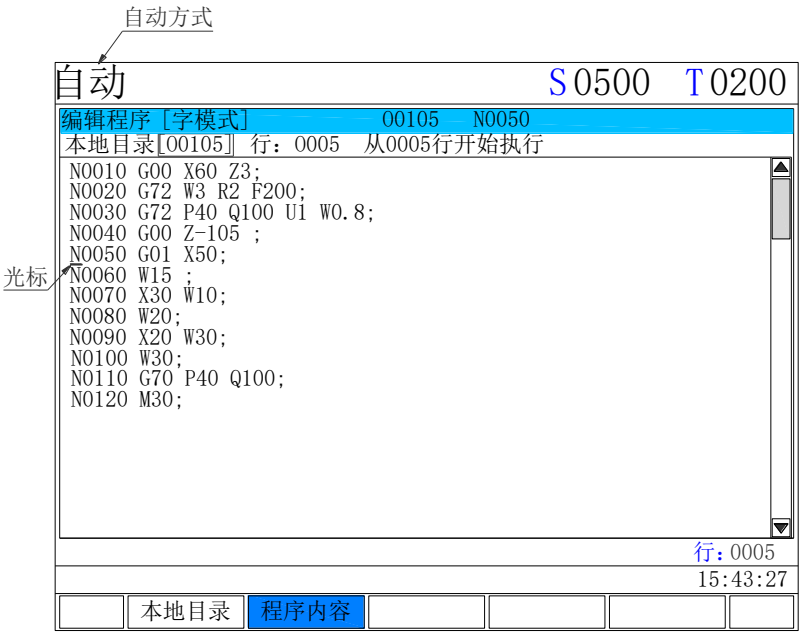

图 8.1.4-1
1、 按 ↑上 或 ↓下 键将光标移至准备开始运行的程序段处；如下图 8.1.4-1